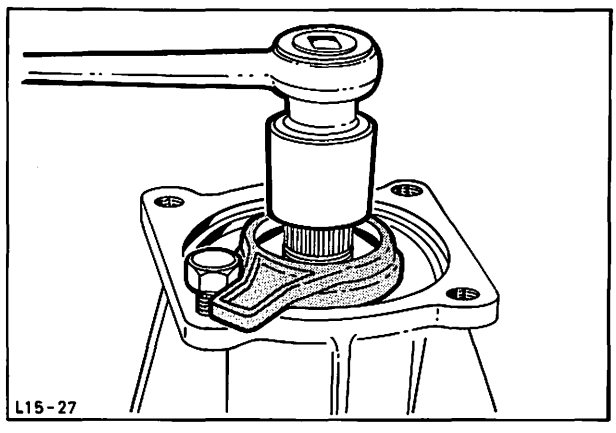

Abb. 48 Selbstsichernde Mutter – Antriebskegelrad abschrauben
7. Selbstsichernde Mutter-Antriebskegelrad mit Halteschlüssel 15-012 und Spezialstecknuß 15-013, wie in Abb. 48 gezeigt, abschrauben. Antriebskegelrad im Uhrzeigersinn drehen. Mit einem Kupferhammer Antriebskegelrad aus dem Gehäuse klopfen.